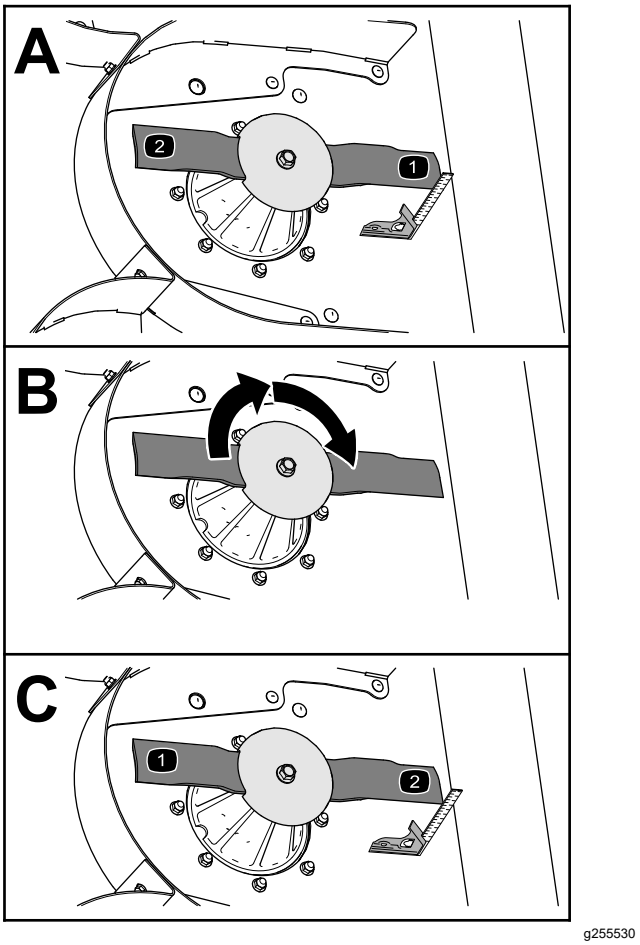

Figuur 72
3. Gebruik een combinatieschrijfhaak om de afstand te meten tussen het schone gebied van het maaidek en de top van de snijrand (Figuur 72).
4. Draai het mes 180° (Figuur 72).
5. Meet de afstand tussen het schone gebied van het maaidek en de top van de snijrand (Figuur 72).